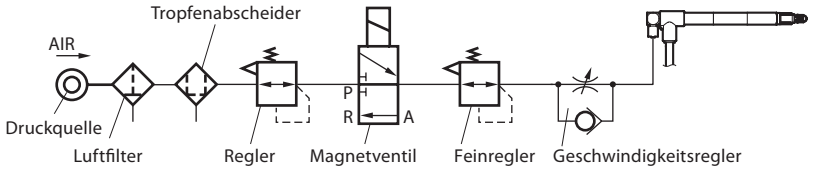

Abb. 1 Druckluftsystem
- Für die Betätigung des Fühlers durch die Lufteinlassöffnung verwenden Sie einen Druckluftkreis mit der in Abb.1 gezeigten Konfiguration, um Druckluftantrieb zu ermöglichen. Der optimale Luftdruck liegt bei 0,055 ± 0,01 MPa. Abhängig von der Härte des Messobjekts, dem Hubbereich der Messeinheit, in dem die Messung durchgeführt werden soll, und weiteren Faktoren muss die Druckregelung jedoch entsprechend angepasst werden. Verwenden Sie für die Druckregulierung einen Feinregler (zum Beispiel IR2000 von SMC oder Entsprechendes).
- Falls die Spindelausrückgeschwindigkeit zu hoch ist, kann bei Berührung des Werkstücks ein Fehler auf dem Display angezeigt werden. Ein übermäßig starker Stoß kann dazu führen, dass sich der Käfig im Inneren des Lagers löst, wodurch der Messbereich reduziert werden kann. Verwenden Sie in diesem Fall einen Durchflussmengenregler, wie in Abb. 1 gezeigt, um die Spindelgeschwindigkeit einzustellen.